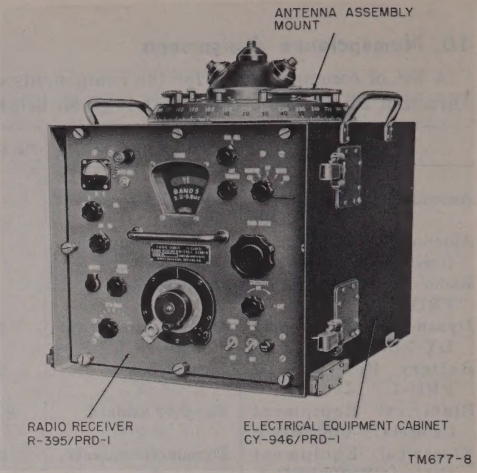

Figure 8. Radio Receiver R–395/PRD–1 housed in cabinet, cover removed.
a. Radio Receiver R–395/PRD–1 (fig. 8), is a 15-tube, superheterodyne type that operates in seven overlapping bands over a frequency range of 100 kc to 30 mc (par. 7). The unit is designed to receive am, cw, and icw signals throughout the total frequency range, and to receive fm signals in the frequency range of 12.5 mc to 30 mc. The panel of the receiver is provided with a handle for removing the unit from the cabinet. The schematic diagram of the reciver is shown in figure 84.
d. The antenna assembly mount is located on the top of Electrical Equipment Cabinet CY–946/PRD–1 (fig. 8). This is a two-piece rotary mounting that consists of an antenna mount and an azimuth scale disk (fig. 20). It is provided with slip rings and brushes (on the underside) for making electrical connections between the antenna mount and the antenna jack. The azimuth scale disk portion of the mount has two azimuth scales graduated in 1° intervals from 0° to 360°. A turning handle is provided to facilitate rotation of the azimuth scale and antenna assembly mount.